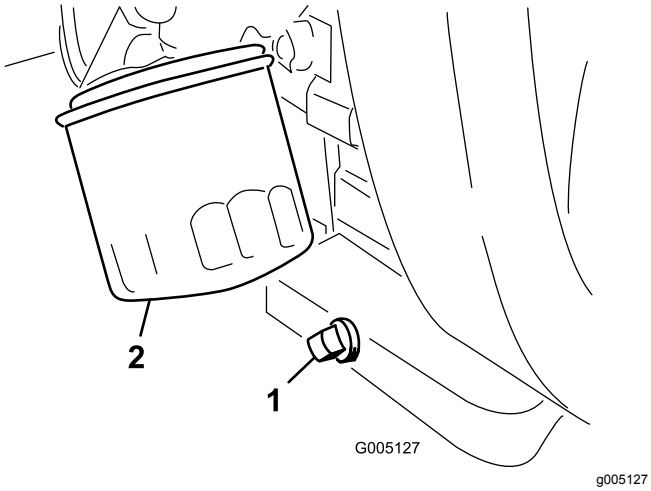

Figur 39
1. Ta bort avtappningspluggen (Figur 39) och låt oljan rinna ned i ett avtappningskärl. Sätt tillbaka avtappningspluggen när oljan har slutat rinna.
2. Avlägsna oljefiltret (Figur 39).